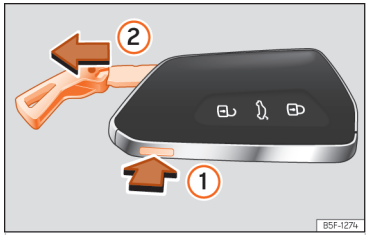

Abb. 70 Fahrzeugschlüssel: Schlüsselbart herausziehen.
- Drücken Sie die Taste ››› (Abb. 70) ①, um die Öse als Schlüsselband freizugeben und den Schlüsselbart herauszuziehen ②. Durch leichten Druck auf die Öse wird diese als Schlüsselband freigegeben.
- Zum Entriegeln drücken Sie die Taste ››› (Abb. 70) ①. Halten Sie die Taste ① gedrückt und ziehen Sie gleichzeitig die Öse in Pfeilrichtung ››› (Abb. 70) ②, um den Schlüsselbart vollständig herauszuziehen.